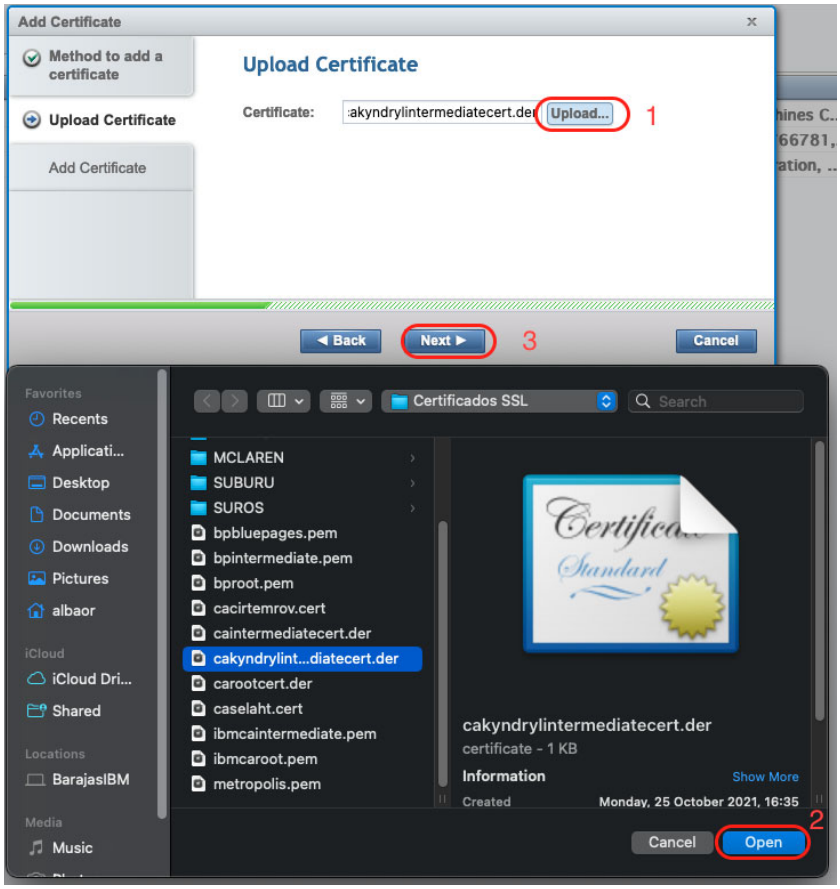

Figure J-6 Selection of SSL certificate file for manual upload
3. Click the **Upload** button to open a file manager to select the certificate file to be uploaded from your local workstation (the file manager tool that is used depends on your local operating system), as shown in Figure J-6. This file can be a copy of the EKM-PCert or one or more public certificates from the CA chain of trust. Click **Next** when you are ready to upload the certificate file.